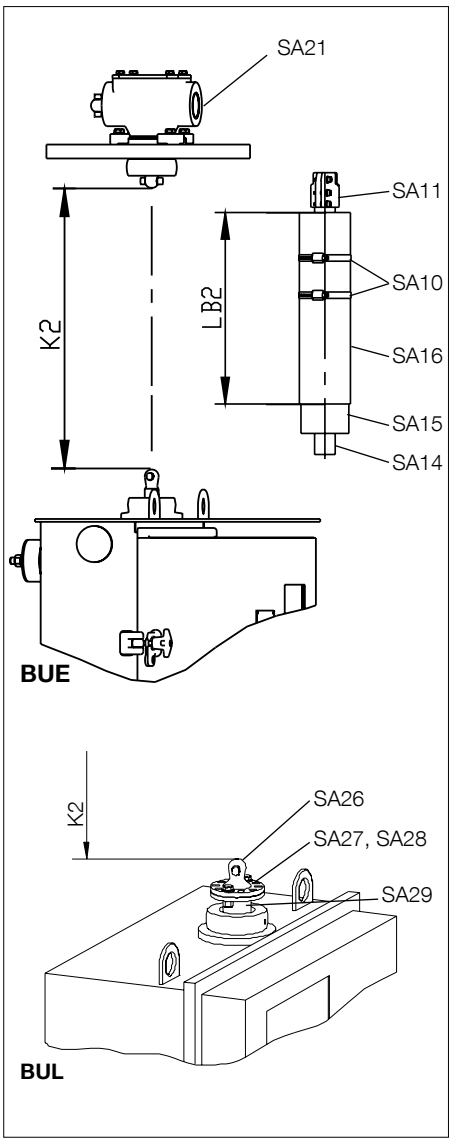

Fig. 33.
2. Determine the distance K2 between the spherical shaft ends; see Fig. 33.